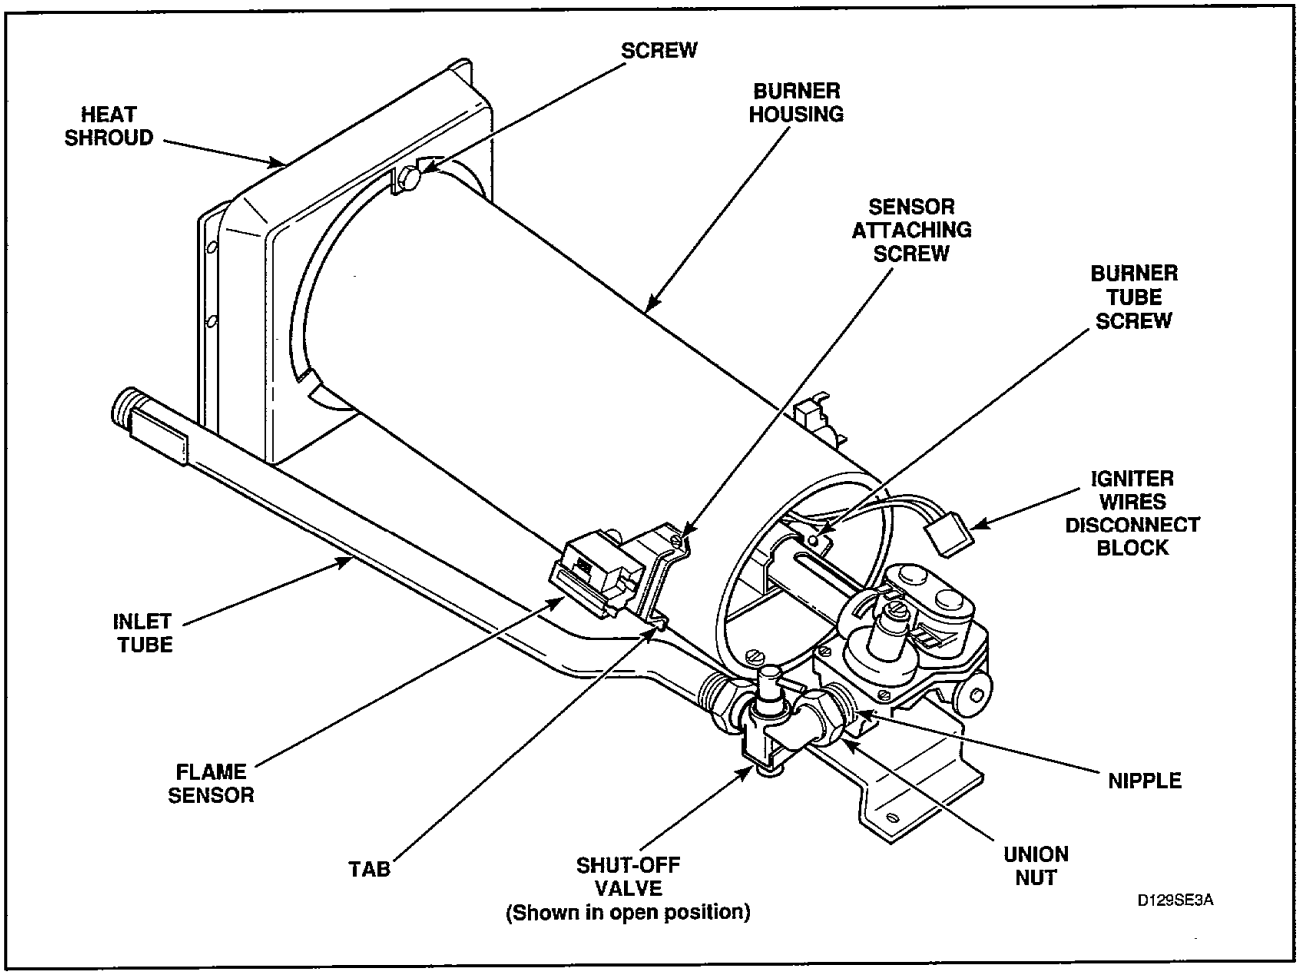

Figure 52
c. Close gas shut-off valve, *Figure 52.*
d. Remove wires from sensor terminals, *Figure 52.*
d. Disconnect igniter wires at disconnect block, *Figure 52.*